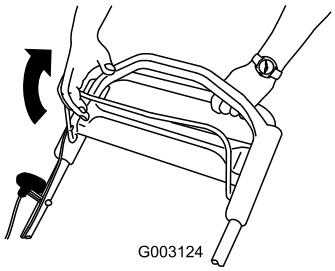

Bild 18
2. Ziehen Sie den Schaltbügel gegen den Griff (Bild 18).